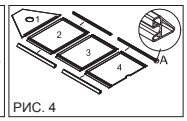

РИС. 4
7. Соедините стрингеры (боковые профили) с пайолами. (РИС. 4)